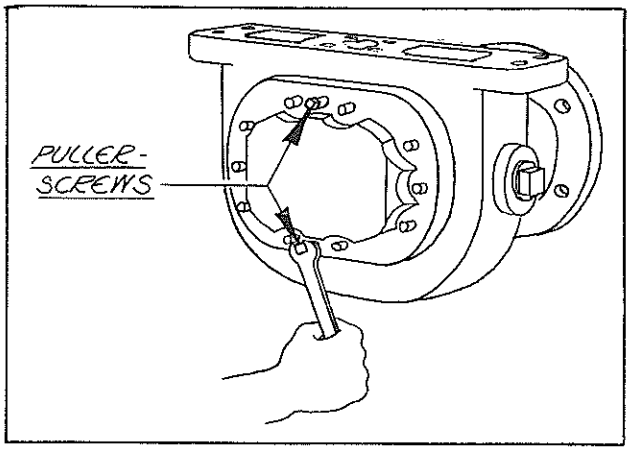

FIG. 11
a. Do not attempt to pry off the end covers with a chisel or other sharp tool. In each end cover you will find two threaded holes which have been placed there so that puller-screws can be used. Simply insert two screws and keep turning evenly until the covers come off. See Fig. 11.